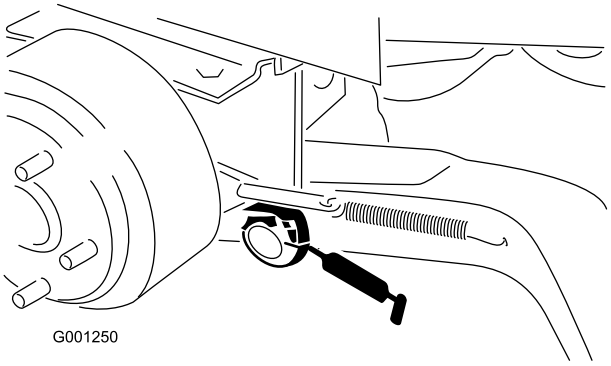

Figuur 38
- Lagerbussen van draaipunt van hefarm (Figuur 38)